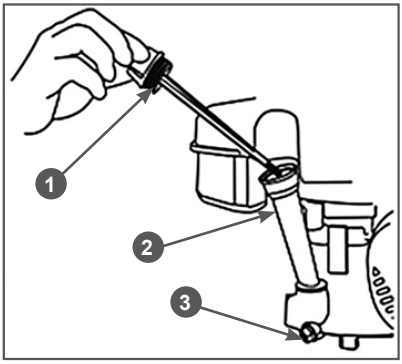

Рис. 15 Замена моторного масла
3. Открутите пробку 2 для слива масла (Рис. 15) и слейте отработанное масло в подготовленную для этого емкость.